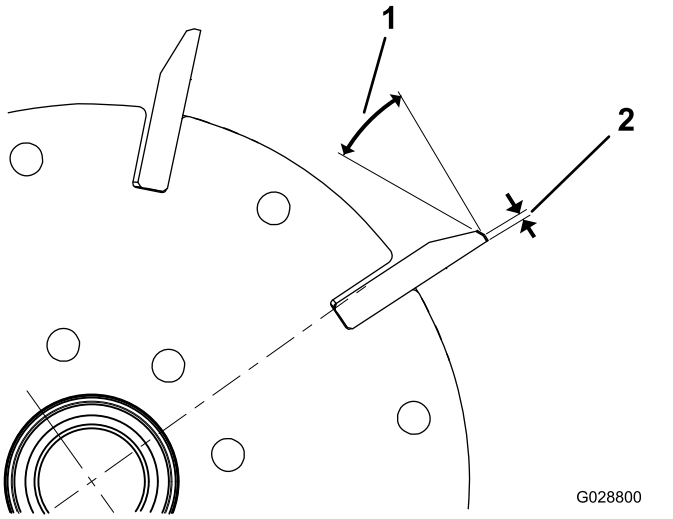

Figur 25
1. Slipa en ställvinkel på 30° på alla cylinderknivar tills landbredden är 1,3 mm (Figur 25).